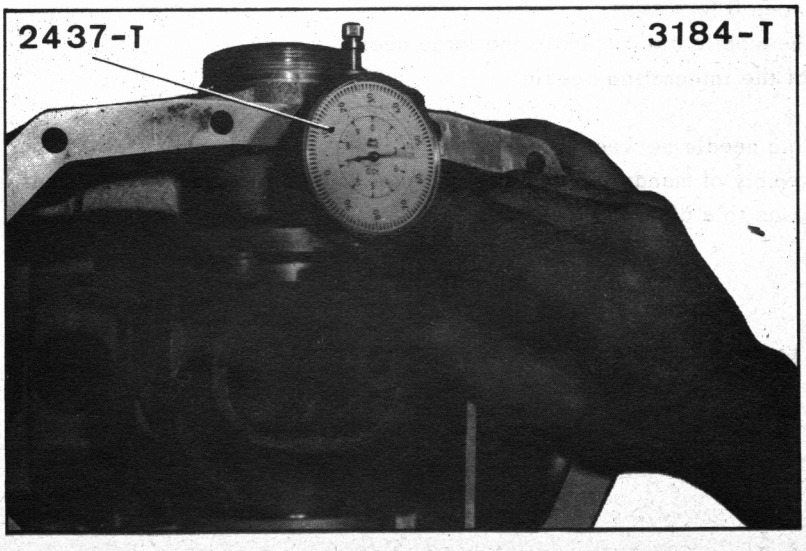

Figure 3
f) Ascertain the thickness of the adjusting washer to be fitted in the right-hand half casing (see figure 3).